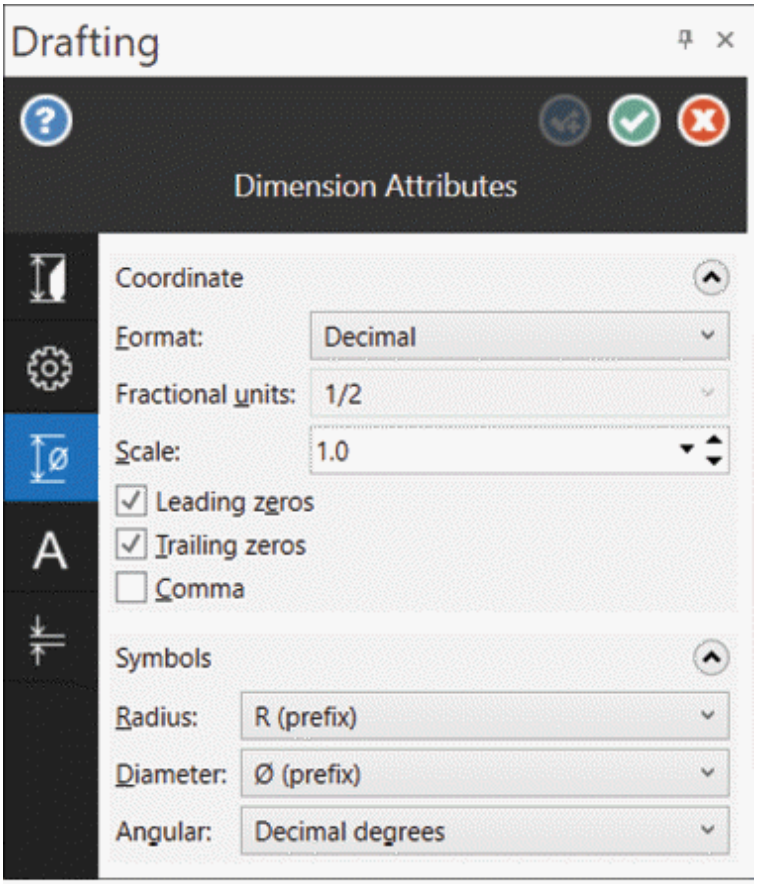

Figure-8. Dimension Attributes page
- Click on the **Dimension Attributes** option from the left area in the **Manager** to modify attributes of dimension like format, scale, symbols, and so on; refer to Figure-8.